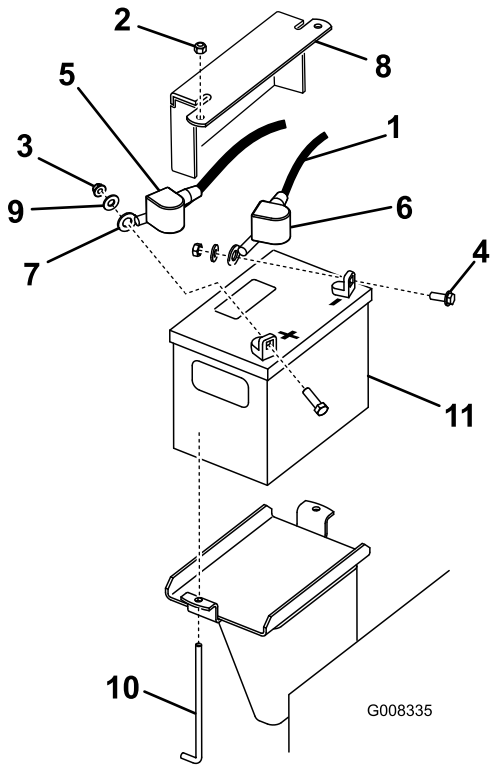

Bild 42
3. Nehmen Sie die Gummiabdeckung vom Minuskabel ab. Klemmen Sie zunächst das Minuskabel vom Minuspol (-) der Batterie ab (Bild 42).
4. Ziehen Sie die rote Polkappe vom (roten) Pluspol der Batterie ab. Ziehen Sie dann das (rote) Pluskabel ab (Bild 42).
5. Entfernen Sie die Befestigungsplatte, die J-Schrauben und die Sicherungsmuttern, mit denen die Batterie befestigt ist (Bild 42) und nehmen sie heraus.
1. Setzen Sie die Batterie in die Maschine (Bild 42).
3. Klemmen Sie zunächst das (rote) Pluskabel am Pluspol (+) der Batterie mit einer Mutter, Scheibe und Schraube an (Bild 42). Schieben Sie die Gummiabdeckung über den Batteriepol.
4. Klemmen Sie dann das Minuskabel und Erdkabel am Minuspol (-) der Batterie mit einer Mutter, Scheibe und Schraube an (Bild 42). Schieben Sie die Gummiabdeckung über den Batteriepol.